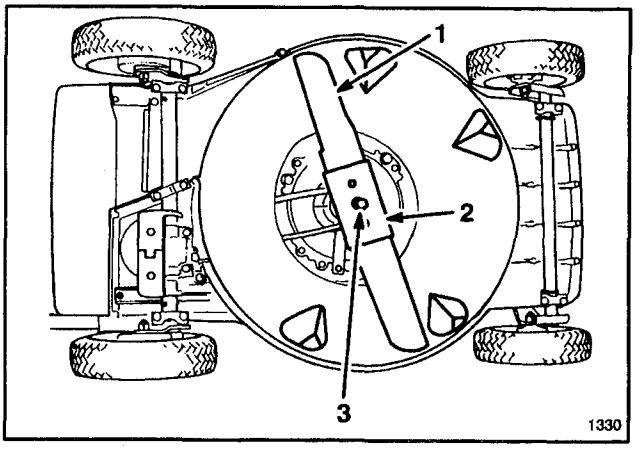

Figure 23
3. Tip mower on its left side (Fig. 23). Avoid rotating blade as starting problems may result.
5. REMOVING BLADE—Grasp end of blade using a rag or thickly padded glove. Remove blade bolt, lockwasher, blade and blade stiffener (Fig. 23).